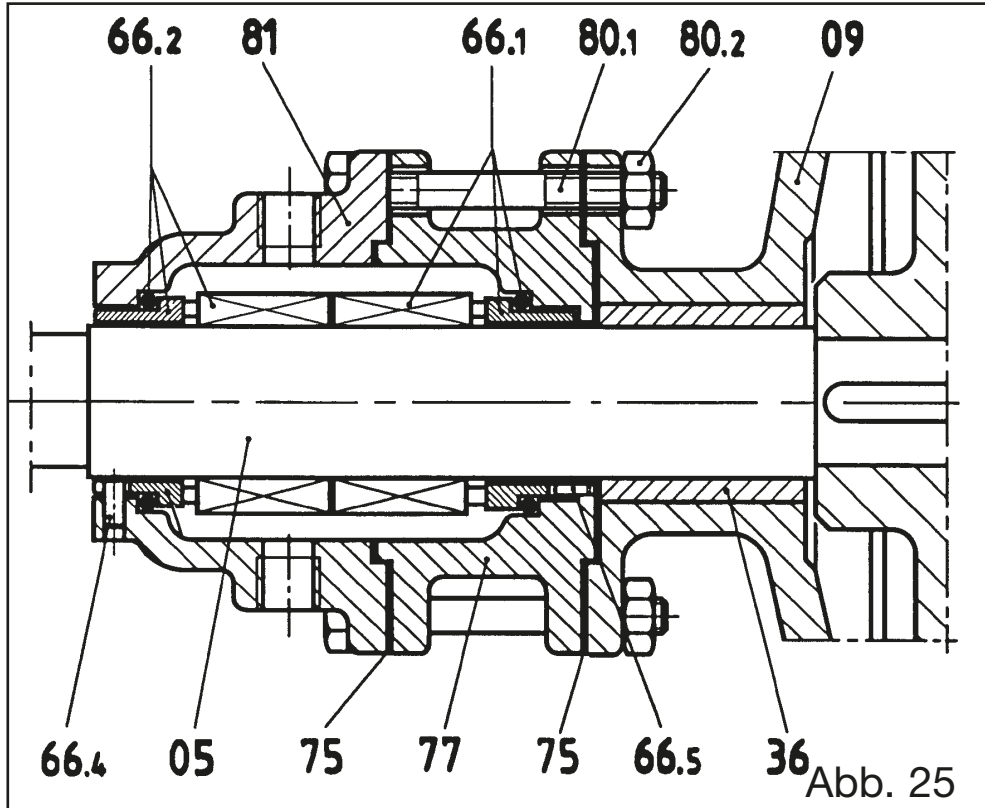

Abb. 25
12.7 Montage der doppelten mechanischen Dichtung ST8 (Abb. 25)